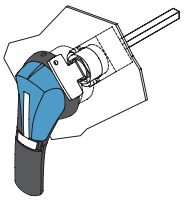

Fig. 4
- using CASTELL FS-type in external front operation (Fig. 4).